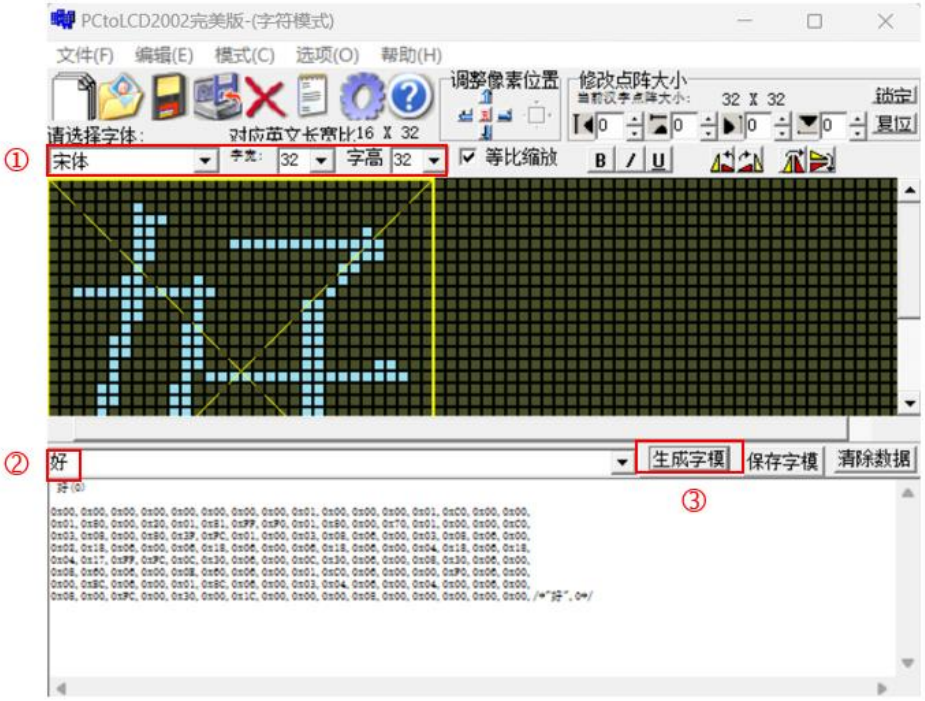

图 4.17.11 32*32 大小的“好”字取模步骤
②将软件设置完毕后，接下来就是对具体的字符进行取模了。以 32*32 大小的“好”字为例，如图 4.17.11，按照步骤完成即可在下方生成“好”字的字模数据。